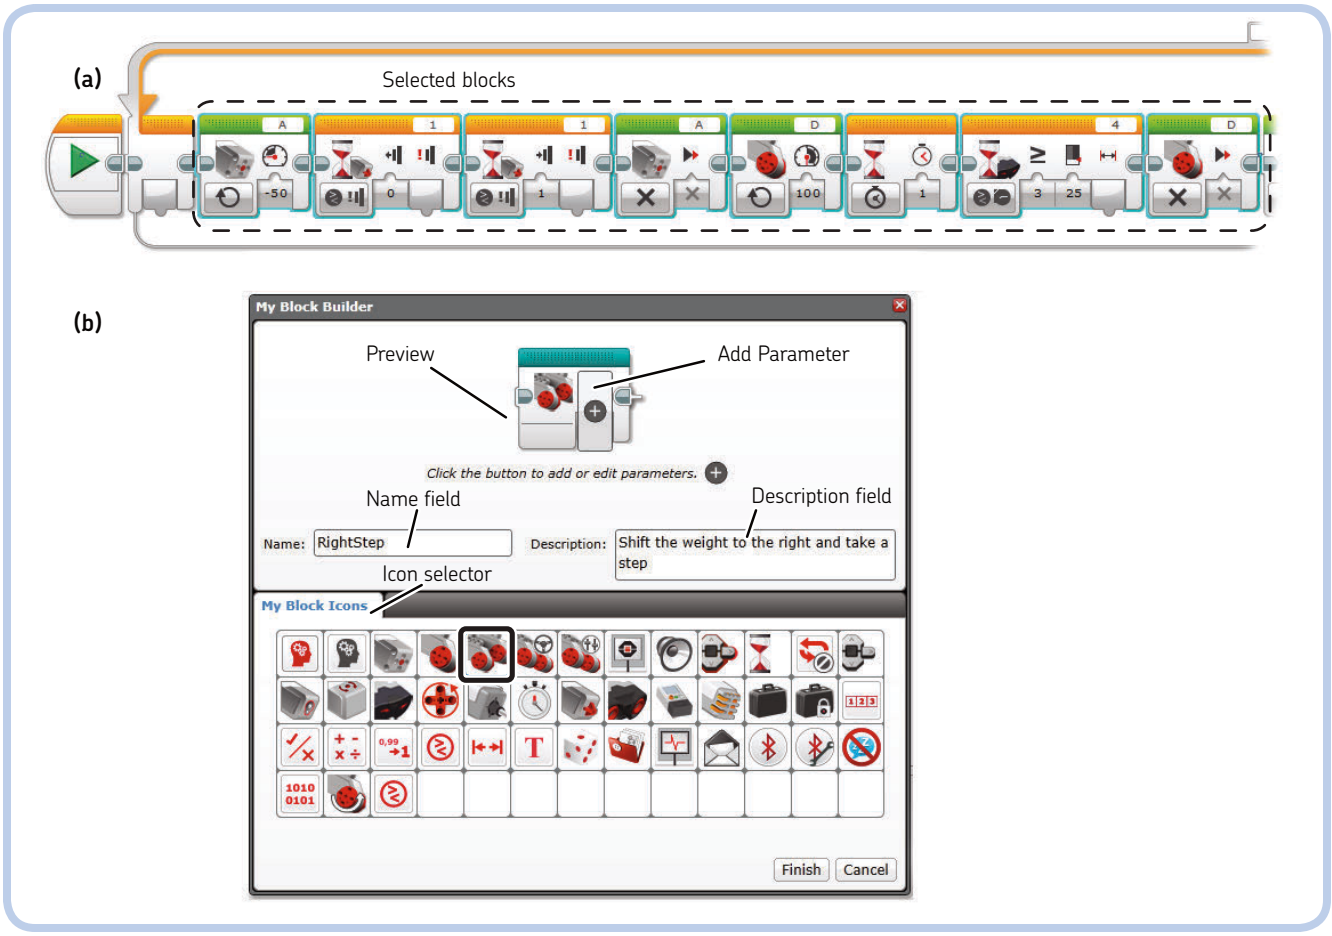
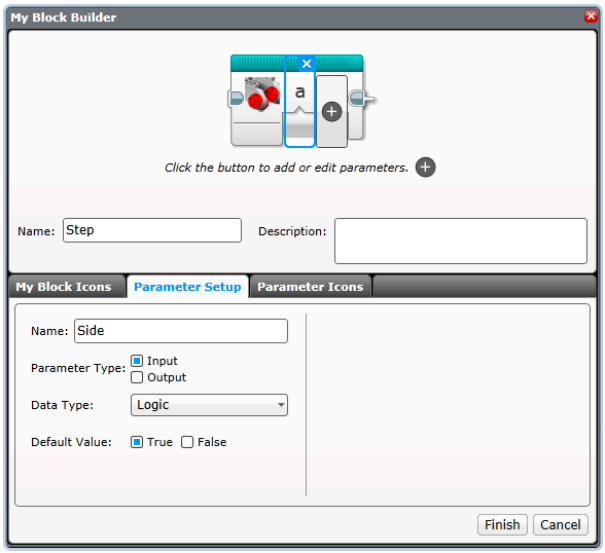

Figure 10-4: To create a My Block, select the blocks you want to include (a) and open the My Block Builder dialog (b).
Figure 10-8: How to configure an input in the My Block Builder tool
1. Drag a selection window to select the first eight blocks inside the Loop, as shown in Figure 10-4(a). The selected blocks should be highlighted with a cyan border.
2. With these blocks selected, click **Tools ▸ My Block Builder**. The My Block Builder dialog should appear, as shown in Figure 10-4(b).
2. Using Figure 10-4(a) as reference, select the first eight blocks inside the Loop block and choose **Tools ▸ My Block Builder**. The dialog shown in Figure 10-4(b) should appear. Enter *Step* into the block's Name field and choose the icon showing *two Large Motors*. Now click the Add Parameter button—it looks like a plus sign in a circle. The Block Preview should look like the one in Figure 10-8.